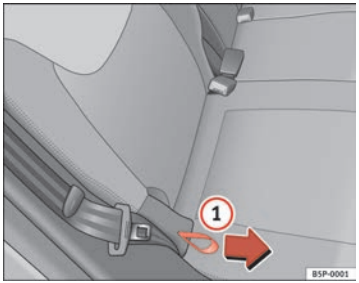

Fig. 98 Rear seat backrest angle adjustment
– Hold the backrest at the top. Pull the loop on the side of the seat ⇒ fig. 98 (1) in the direction of the arrow and hold the loop in this position. Push the backrest to the required position and release the loop.